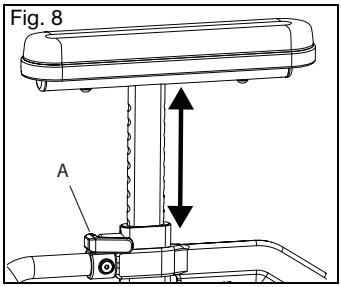

Fig. 8
a. Tire de la palanca de ajuste de altura (Fig. 8:A) y deslice el grupo superior del brazo en T hasta la altura deseada.
b. Cierre la palanca de ajuste de altura (Fig. 8:A) para fijarla.